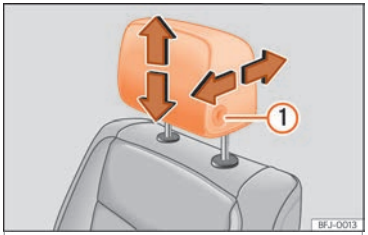
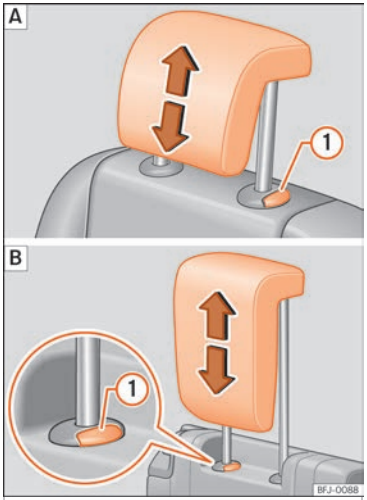

Fig. 142 Ajuste de los apoyacabezas delanteros.
Fig. 143 Ajuste de los apoyacabezas traseros: A Segunda fila de asientos, B tercera fila de asientos.
- Desplace el reposacabezas hacia arriba o hacia abajo en el sentido de la flecha correspondiente. En el caso de los reposacabezas anteriores tanto para subir como para bajar debe presionar el botón ››› **fig. 142** (1); en el caso de los posteriores solo necesita presionar la tecla ››› **fig. 143** (1) para bajarlos ››› ⚠ **en Introducción al tema de la pág. 162**.
- Desplace el apoyacabezas hacia delante o hacia atrás en el sentido de la flecha correspondiente a la vez que presiona la tecla ››› **fig. 142** (1).